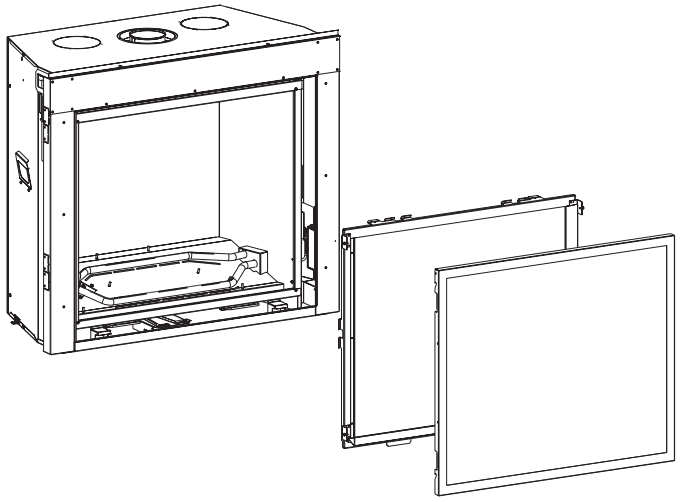

Figure 72
1. Remove barrier screen and glass door. See maintenance and service section of this manual. **See Figure 72.**